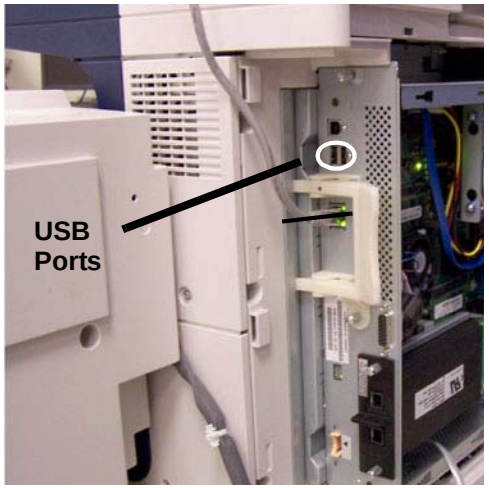

Figure 2 USB Ports
7. Connect the USB Flash Drive to one of the USB Ports on the Control Unit (Figure 2).